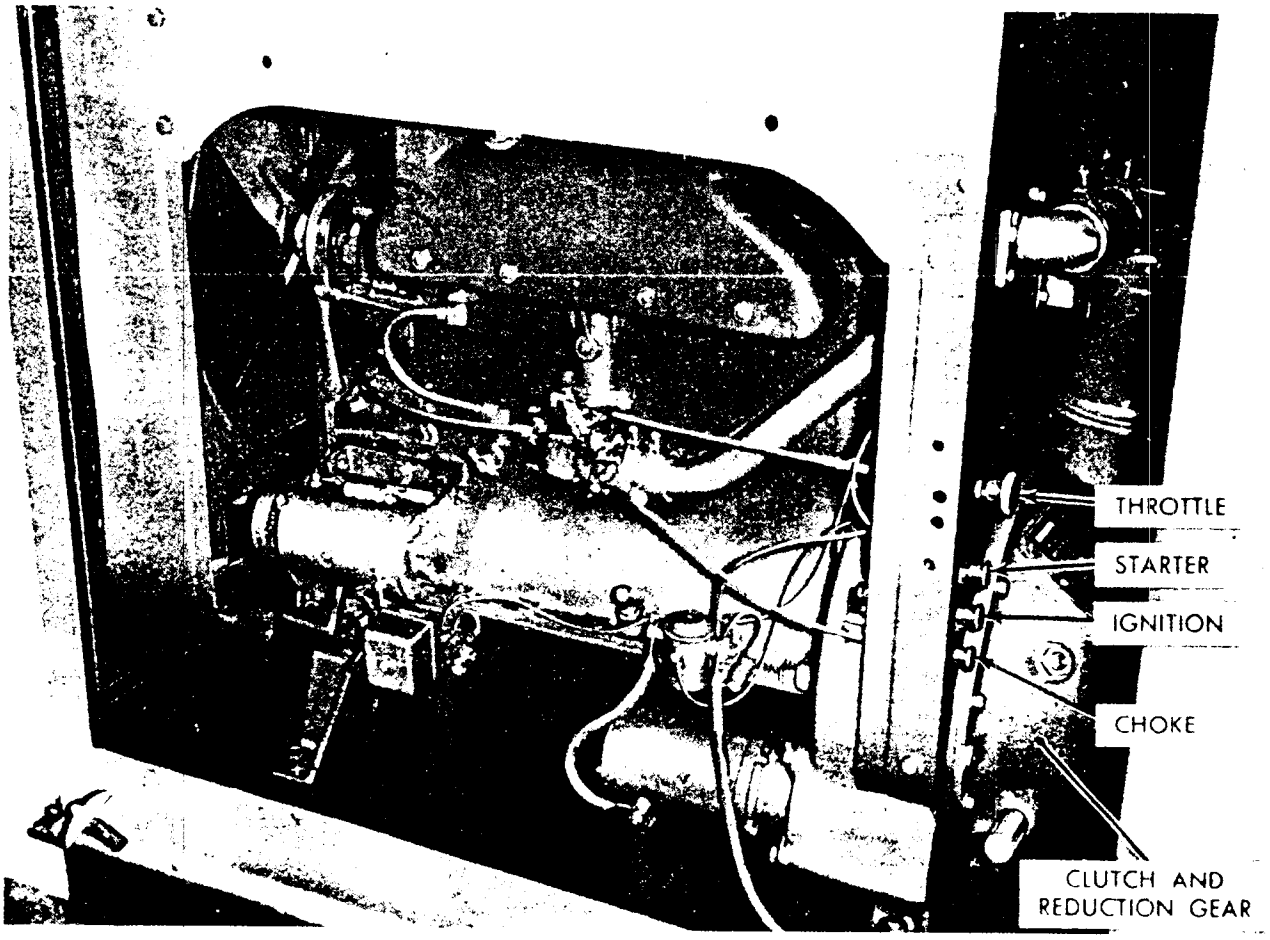

*Figure 161. Engine controls.*
(2) *Starting the compressor engine* (fig. 161).